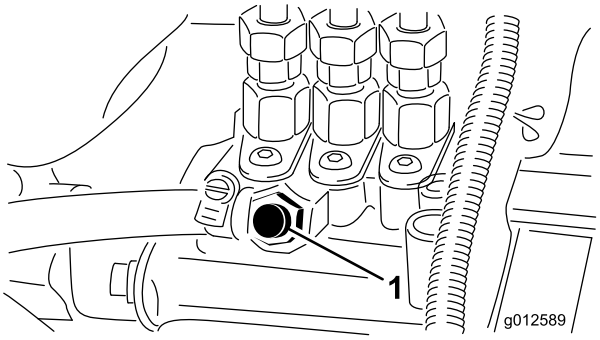

Figur 34
5. Öppna avluftarskruven på bränsleinsprutningspumpen (Figur 34).